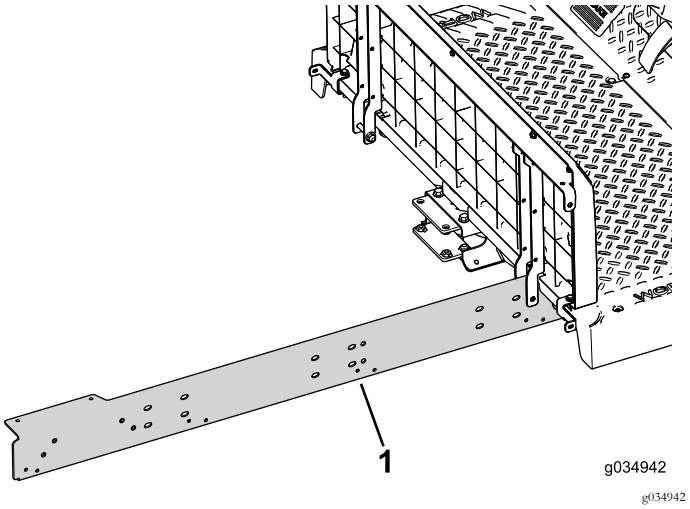

Figur 22
2. Monter forlængerskinnen løst på højre side af maskinen (Figur 22).